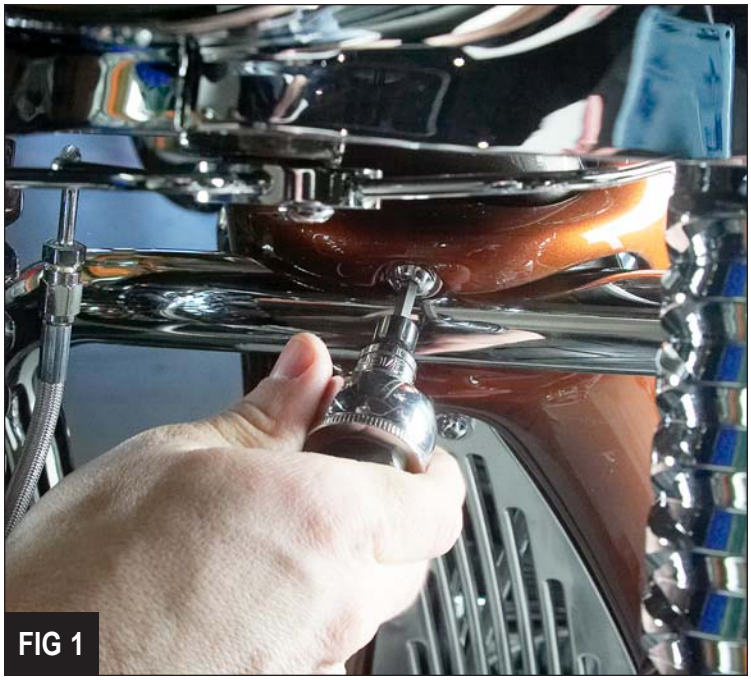

FIG 1
1. Align the Chin Spoiler into position and secure the top with the supplied 5/16" x 18 x 2" Chrome button head Allen bolt and flat washer *(Figure 1)*. Apply Loctite, but do not tighten this one yet.